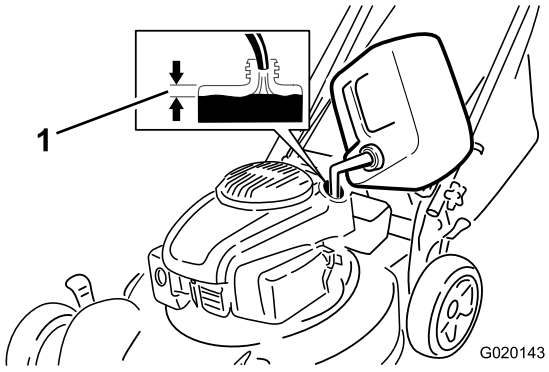

Figur 7
Fyll drivstofftanken med ny, blyfri bensin fra en av de store bensinstasjonskjedene (Figur 7).
2. Fyll drivstofftanken til ca. 1 cm fra bunnen av på fyllingshalsen slik at det er rom til at bensinen kan utvide seg (Figur 7).